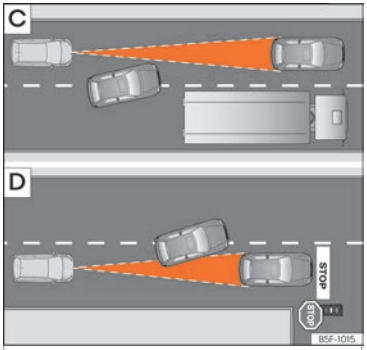

Fig. 156 C Vehicle changing lanes. D One vehicle turning and another stationary.
- Vehicles that move into your lane, a short distance from your vehicle ››› Fig. 156 C.
The ACC does not react to stationary vehicles. If, for example, a vehicle detected by the ACC turns or moves over and there is a stationary vehicle in front of it, the ACC will not react to the second vehicle ››› Fig. 156 D.